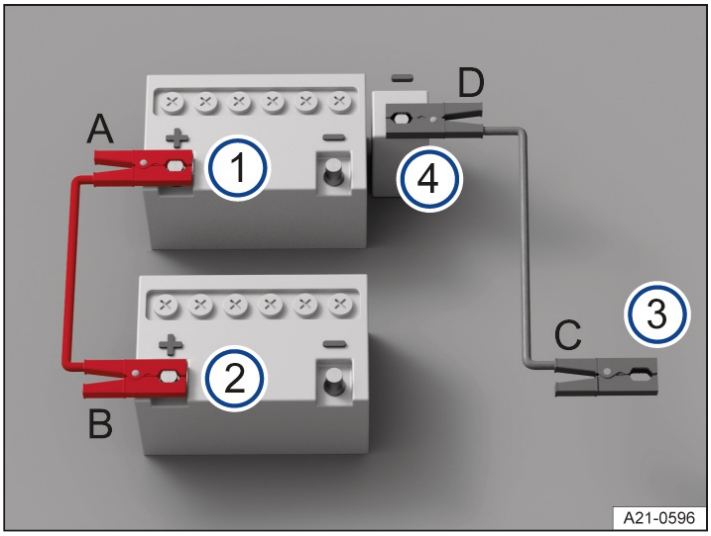

Fig. 1 Diagram for connecting the jumper cables.
Only connect the jumper cables in the sequence A – B – C – D → *fig. 1*.
3. Connect one end of the red jumper cable to the positive battery terminal (+) of the 12 V vehicle battery with the discharged 12 V vehicle battery → *fig. 1* (1) → ⚠.
4. Connect the other end of the red jumper cable to the positive battery terminal (+) on the vehicle providing current → *fig. 1* (2).
5. Connect one end of the black jumper cable to a negative terminal jump-start point (–) on the vehicle with the 12 V vehicle battery providing the jump-start → *fig. 1* (3).
Or: If there is no negative terminal jump-start point (–), connect the end of the black jumper cable to a large metal part that is bolted securely to the engine block, or the engine block itself, on the vehicle with the 12 V vehicle battery providing current → *fig. 1* (3).
6. Connect the other end of the black jumper cable to the negative terminal jump-start point (–) on the vehicle with the discharged 12 V vehicle battery → *fig. 1* (4) → ⚠.